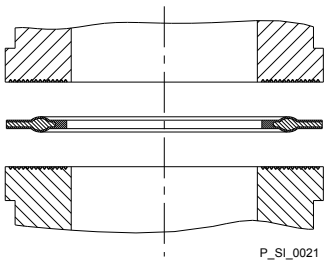

Fig. 11: Moulded composite seals with corrugated insert
– The pump is supplied with PTFE moulded composite seals with a flare, which are used for the pump connections. They seal the connections between grooved pump valves and the grooved inserts from ProMinent - see Fig. 11.